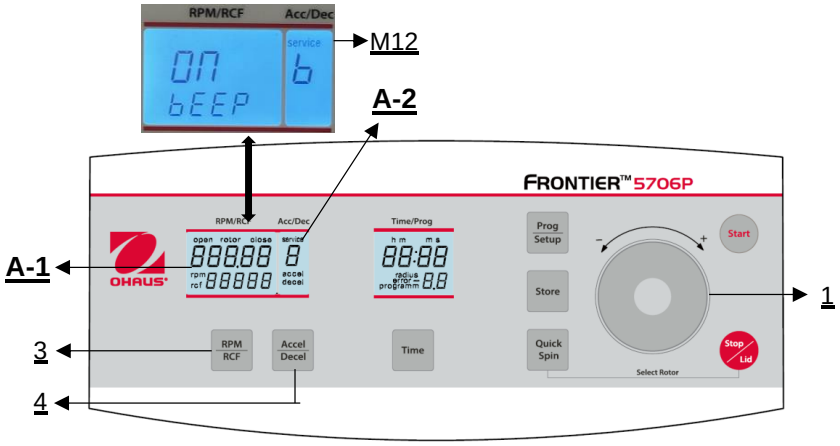

**Figure 31**
Proceed as described under point 4.1.1 to enter this program mode and then press the key **"Accel/Decel"** (4). In the display **"Acc/Dec"** (A-2) the word **"Service"** (M12) flashes. Now select the letter **"b"**. with the touch wheel (1). As a result, in the display **"RPM | RCF"** (A-1), the word **"ON/BEEP "** appears. After pressing the key **"RPM | RCF"** (3), you can turn the keyboard sound (On) or (Off) with the touch wheel (1) **(see figure 31).**